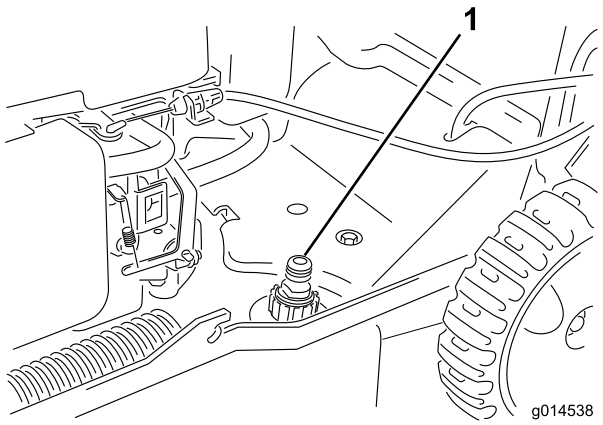

Figura 27
3. Collegate una canna da giardino al rubinetto dell'acqua ed al foro di lavaggio sulla scocca del tosaerba (Figura 27).